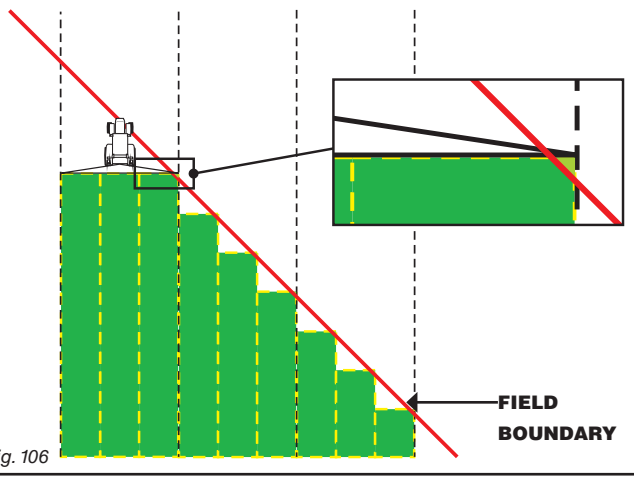

Fig. 106
- **Min. overstep option:** in Fig. 106 the request of closing / opening the section valves will be triggered upon the least action out of field boundaries.